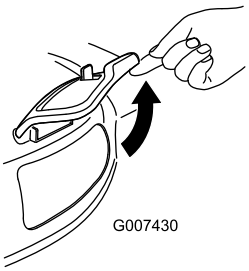

Figure 33
2. Lift open the side-discharge door (Figure 33).